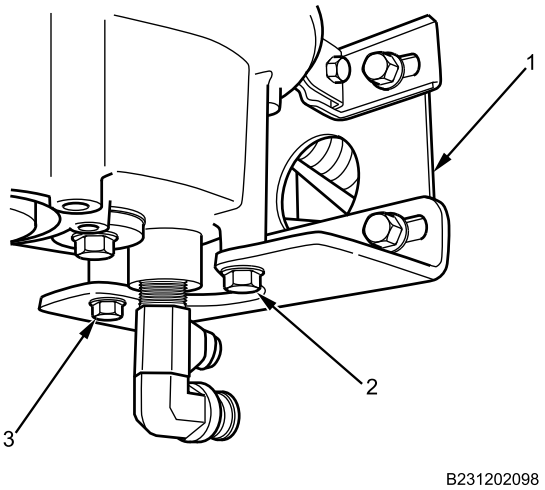

Figure 3. Air Dryer Support Bracket Bolts.
8. Remove air dryer support bracket lower bolts (Figure 3, Item 2 and 3) from air dryer support bracket (Figure 3, Item 1).